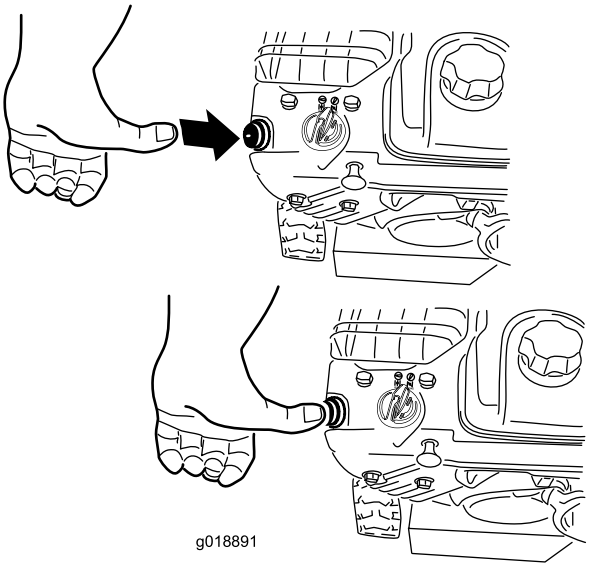

Figure 24
4. Firmly push in the primer with your thumb 2 times (15°F or -9°C or above) or 4 times (below 15°F or -9°C), holding the primer in for a second before releasing it each time (Figure 24).